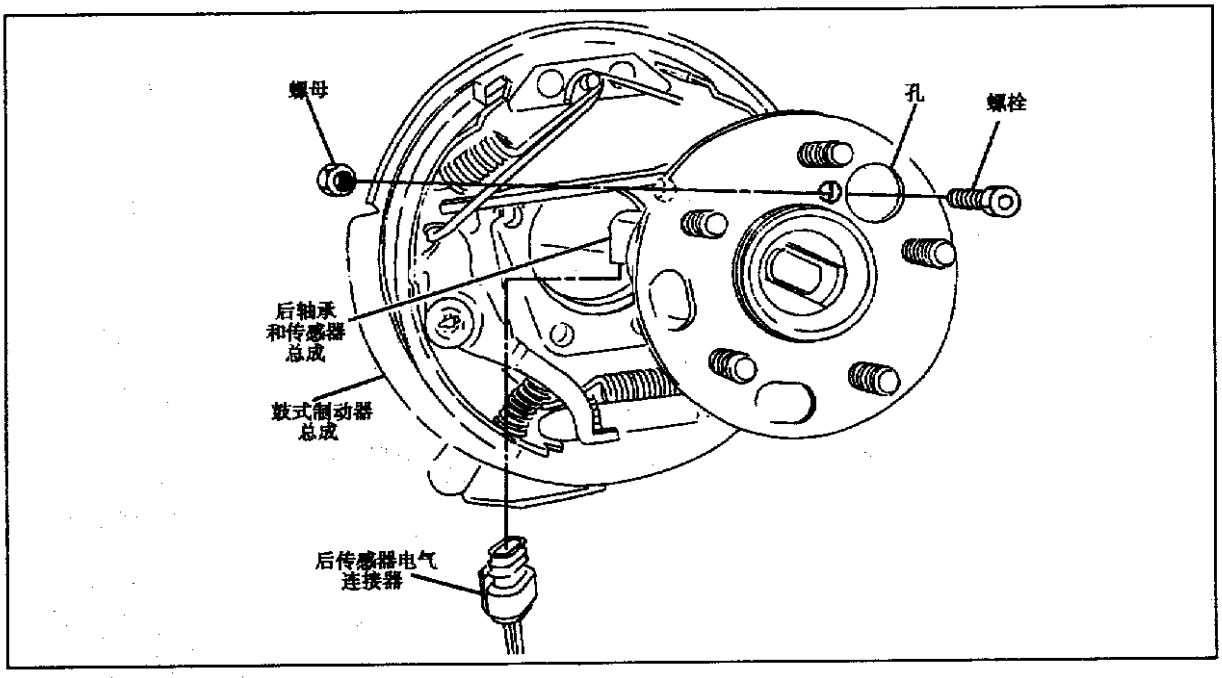

图3-2-7 后轮速度传感器
(1) 升起车辆，拆下车轮，拆下制动鼓组件。
(2) 脱开后轮速度传感器电气连接器。拆下轮毂和轴承固定螺栓。转动车轮轴法兰，使每个螺栓和大孔成一线，拆下车轮轴承和速度传感器组件。后轮速度传感器见图3-2-7。
(3) 后轮速度传感器安装，按拆卸的相反步骤进行安装。